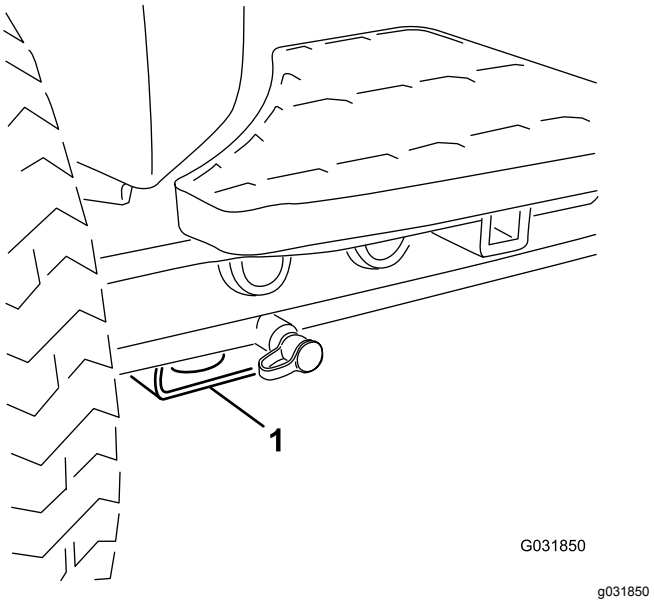

**Figur 71**
- For – rektangulær plade, under akselrøret, indvendigt i forhold til hvert fordæk (Figur 71).